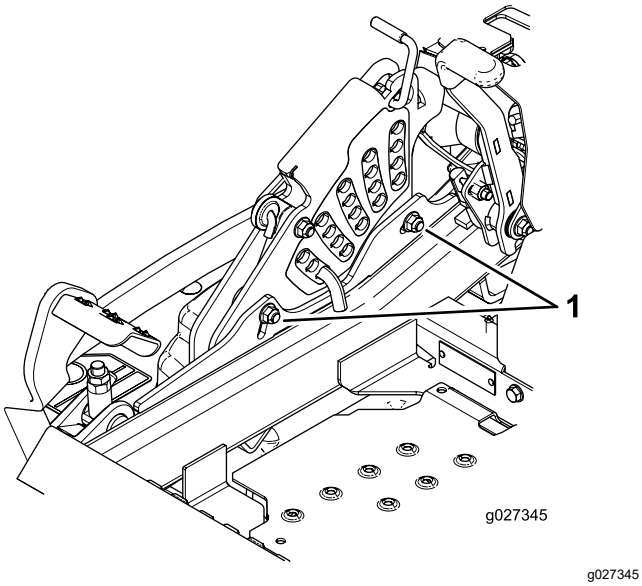

**Figur 115**
11. Løsn de 2 bolte nederst på klippehøjdepladen (Figur 115) for at justere enkeltpunktssystemet.
13. Stram de to bolte nederst på klippehøjdepladen (Figur 115).